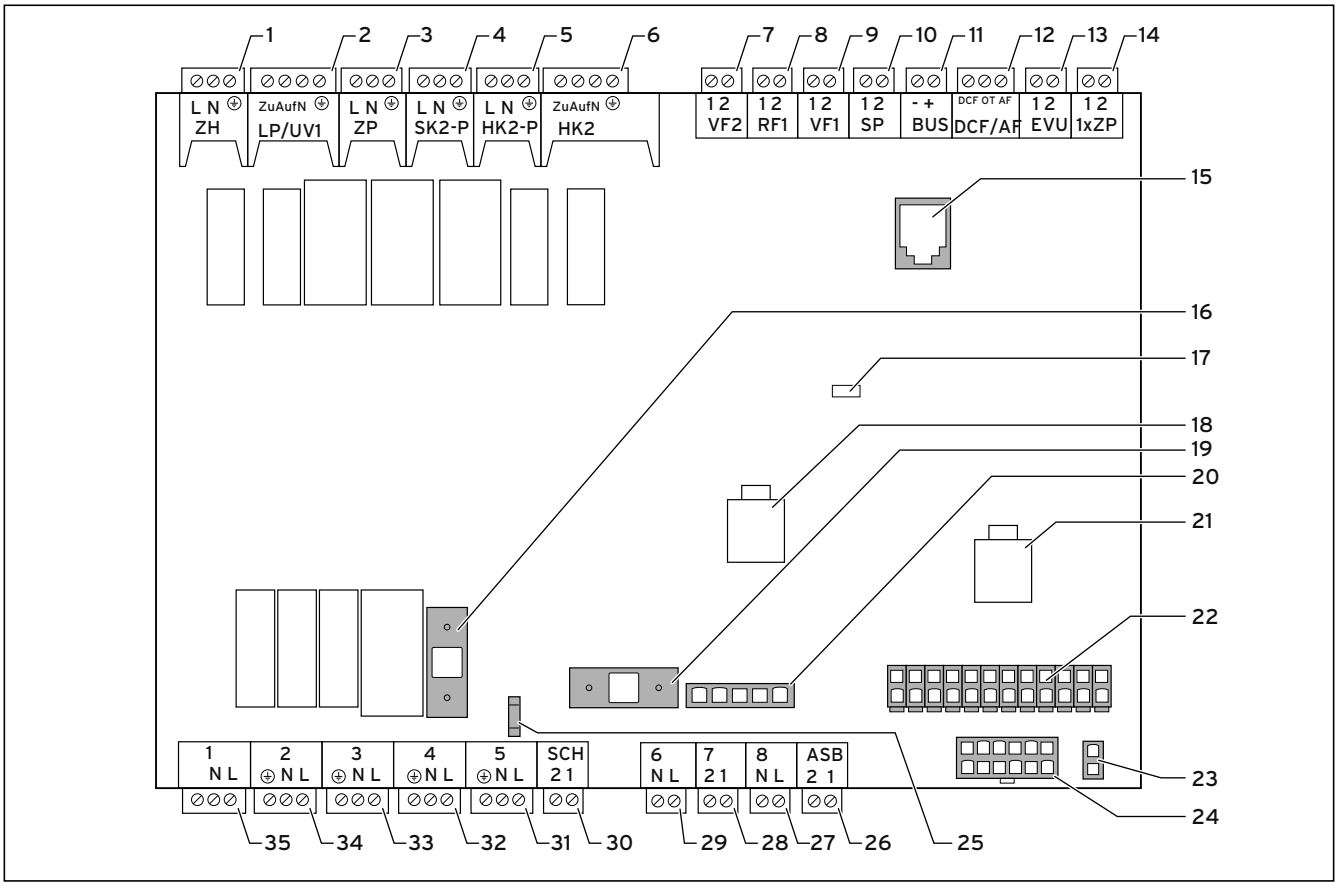

Abb. 7.12 Reglerplatine
- ➤ Schließen Sie den Kontakt des Rundsteuersignal-Empfängers an Klemme 13 „EVU“ (Energieversorgungsunternehmen) an (**→ Abb. 7.12, Pos. 13**).
➤ Installieren Sie die Standardfühler VR 10 entsprechend den Anforderungen des Hydraulikschema-Beispiels und schließen Sie sie an den jeweiligen Klemmen der Reglerplatine an (→ **Abb. 7.12**).
- ➤ Schließen Sie die externe Heizkreispumpe an Klemme HK2-P an (→ **Abb. 7.12, Pos. 5**).
- ➤ Schließen Sie das externe, motorgesteuerte Mischventil an Klemme HK2 an (→ **Abb. 7.12, Pos. 6**).